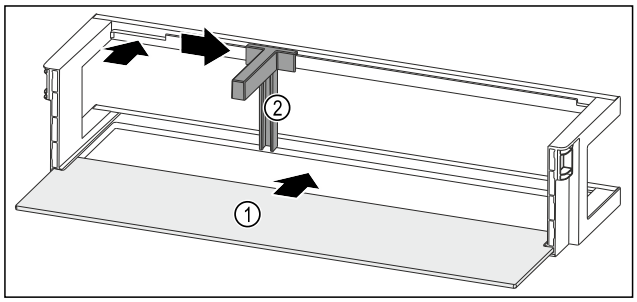

Fig. 252 带搁板的门边存放架
▶ 将搁板 *Fig. 252 (1)*推入侧面凹槽。
▶ 将瓶托 *Fig. 252 (2)*装入槽中。
▶ 将瓶托 *Fig. 252 (2)*推至一侧的所需位置。